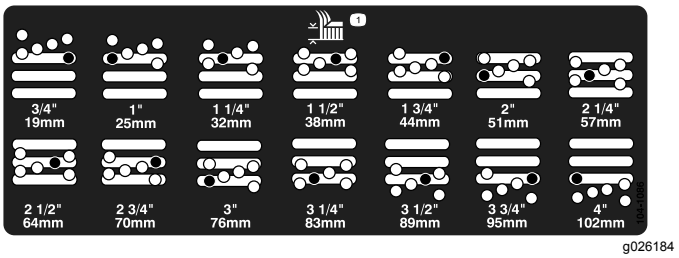

Figur 8
4. Ta av avstandsstykket mens du støtter kammeret (Figur 8).
5. Flytt kammeret til ønsket klippehøyde og monter et avstandsstykke i korrekt klippehøydehull og spor (Figur 8).